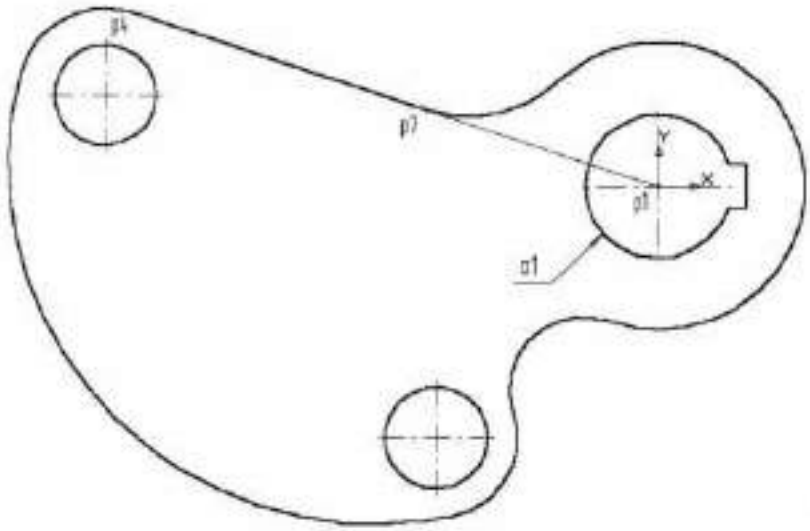

Рис. 129
28. Отобразите документ целиком, рис. 129.